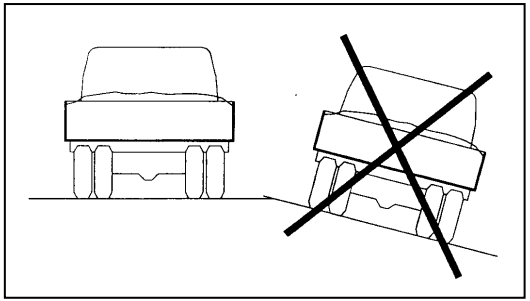

Abb. 21
- Sicherstellen, dass der Untergrund fest ist, vor allem für die Hinterachse, und das Fahrzeug waagerecht abstellen (Abb. 21).